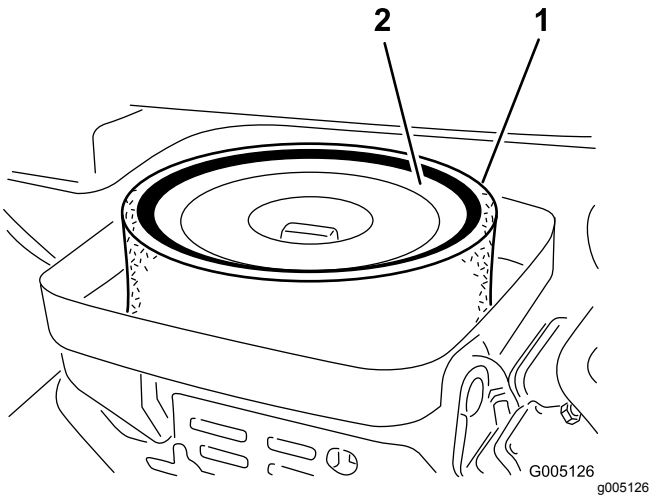

Figura 40
3. Retire la tuerca de orejeta que sujeta los elementos a la carcasa del limpiador de aire (Figura 40).
4. Si el elemento de espuma está sucio, sepárelo del elemento de papel (Figura 40). Límpielo a fondo, de la manera siguiente: